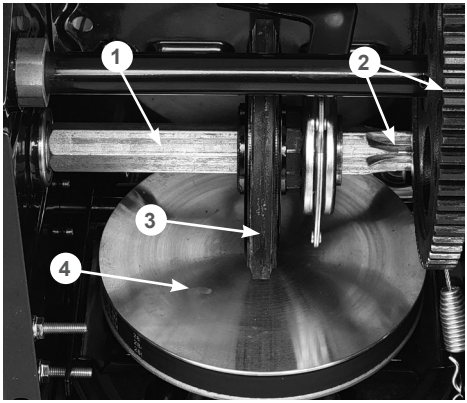

**Рис. 45 Обслуживание трансмиссии**
Если при нажатом рычаге включения хода снегоотбрасыватель не движется или при нажатии на рычаг включения хода слышны посторонние звуки, а регулировка длины троса включения хода не позволяет устранить проблему, возможно, фрикционное колесо 3 (Рис. 45) полностью износилось и его необходимо заменить.
4. Нанесите универсальную низкотемпературную смазку CHAMPION EP-0 тонким слоем на шестигранный вал 1 фрикционного колеса и зубья шестерен 2 (Рис. 45).
*Не допускайте попадания смазки на резиновое фрикционное колесо 3 и ведущий диск 4 (Рис. 45).*
5. Проверьте состояние фрикционного колеса 3 (Рис. 45). Если высота резинового кольца относительно фрикционного колеса 2 мм и менее, если на резиновом кольце имеются повреждения и разрывы, фрикционное колесо необходимо заменить.